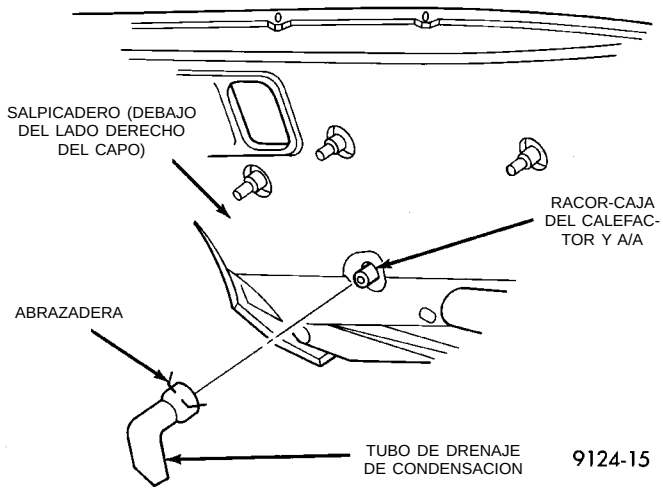

Fig. 28 Tubo de drenaje de agua condensada – Característico
(1) Eleve el vehículo.
(2) Localice el tubo de drenaje de goma en el lado derecho del salpicadero (Fig. 28).
(3) Apriete la mordaza y retire el tubo de drenaje.